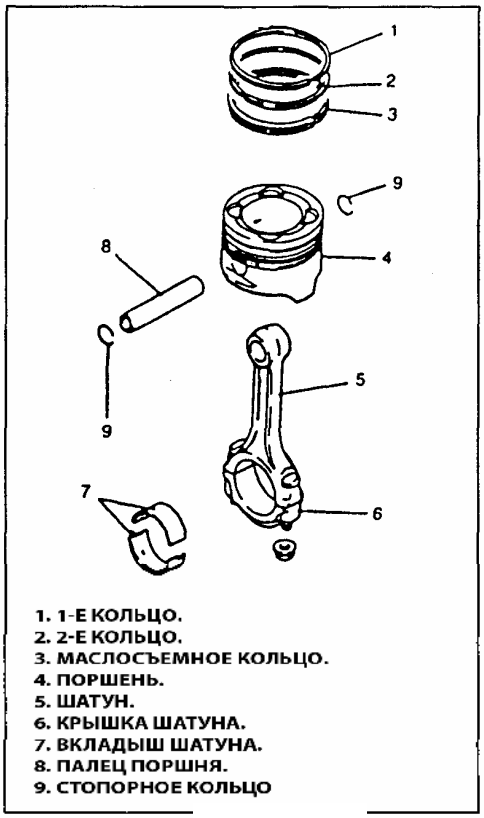

Рис. 117
1) Снимите два компрессионных кольца (1-е и 2-е) и маслосъемное кольцо (Рис. 117).